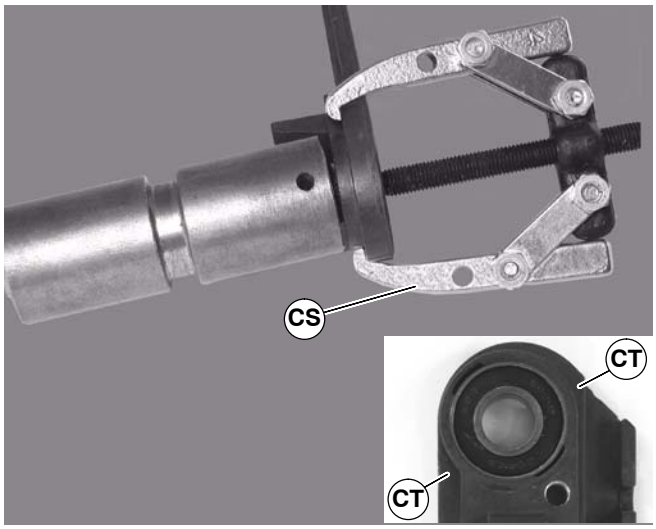

Figure 46
4. With bearing removal tool, (CS of Figure 46), part number 807–1078, remove head plate from idler shaft side of pulley. Connect tool jaws at indicated points (CT).